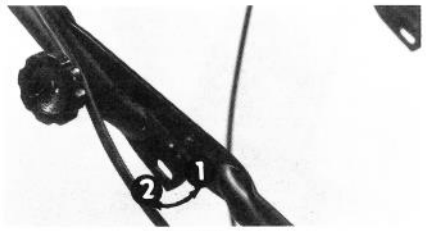

Abbildung 4
3. Den oberen Griff in die gewünschte Stellung drehen. Sicherstellen, dass beide Seiten des Griffs in der gleichen Position sitzen (Abb. 4).